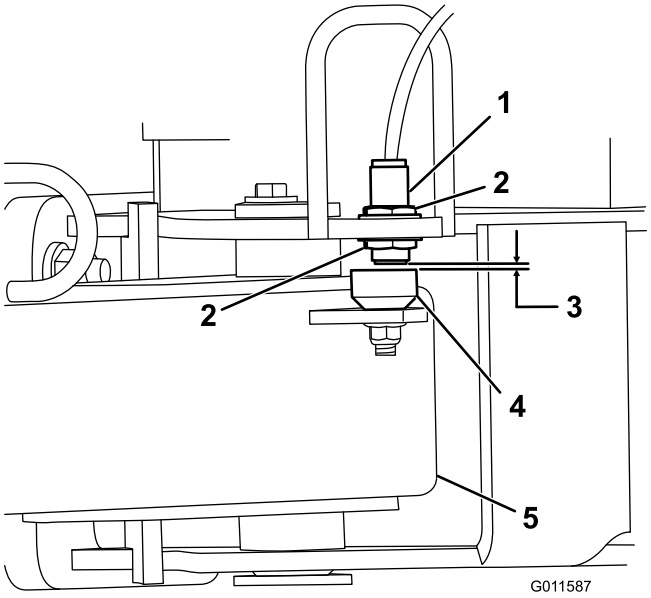

Figuur 4
5. Draai de contramoeren los waarmee de magnetische schakelaar aan het frame is bevestigd en breng de schakelaar omlaag tot deze zich op 3,3±0,7 mm van de detectieplaat op de trekhaakkoppeling (Figuur 4). Draai de contramoer vast om de afstelling te borgen.